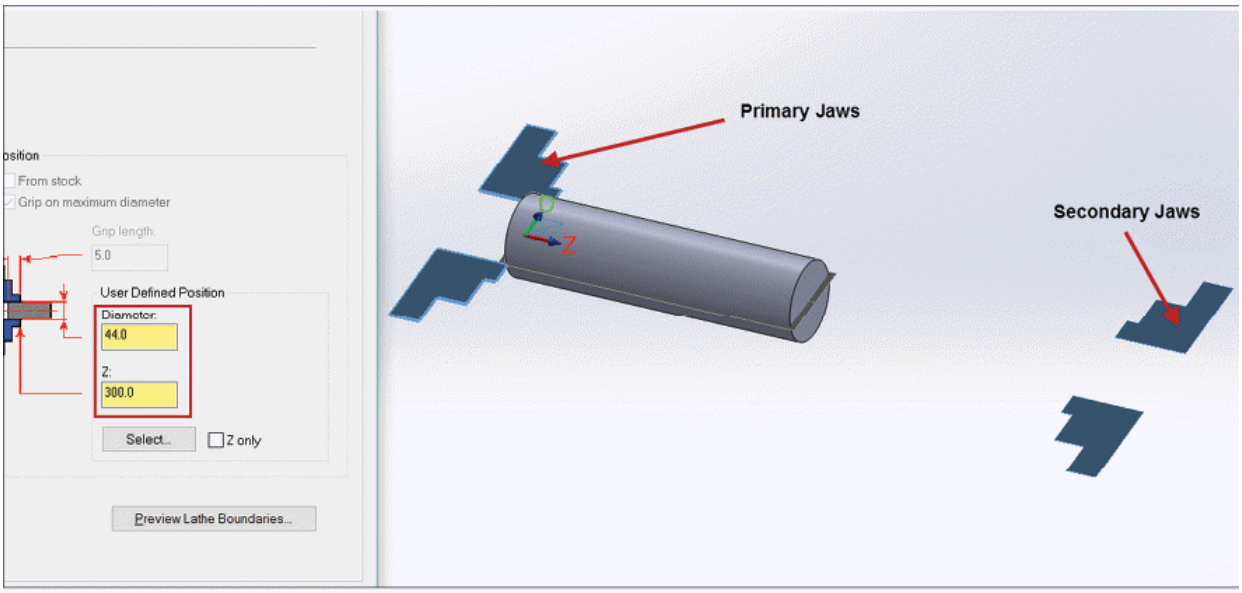

Figure-10. Preview of secondary jaws
- Specify the diameter of the shaft/boss which you want to clamp in jaws in the **Diameter** edit box and specify desired distance from the coordinate system in **Z** edit box to place the secondary chuck jaws. Preview of the chuck will be displayed; refer to Figure-10. Click on the **OK** button from the **Machine Component Manager - Chuck Jaws** dialog box and then from the **Machine Group Properties** dialog box to create chuck.